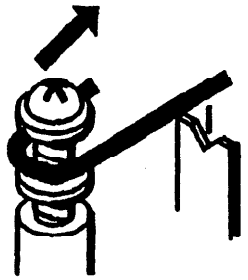

Рис. 4. Установка нити коротрона заряда и регулировка натяжения
2. (Рис. 4): Продеть провод в пазы на каждой стороне блока и обвернуть свободный конец на 3/4 вокруг винта, как показано на рисунке. Винт не завинчивать до тех пор, пока не установится необходимое натяжение.